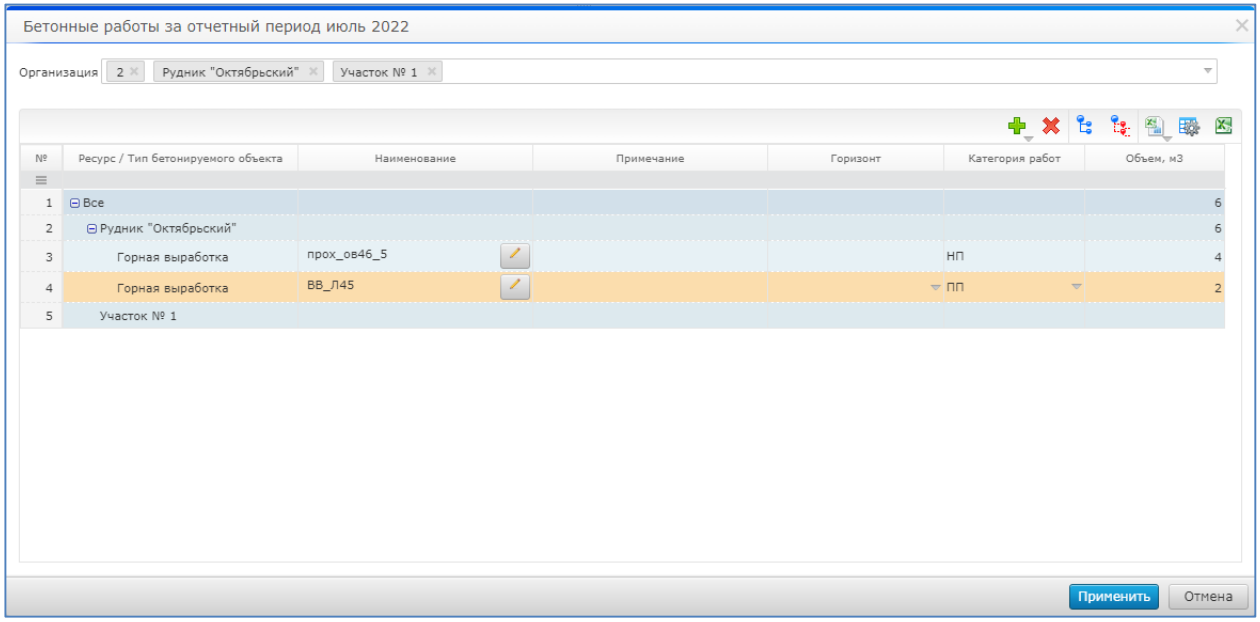

Рисунок 54. Бетонные работы за отчетный период
5. Заполнить поля и нажать на кнопку «Применить» (Рисунок 54).